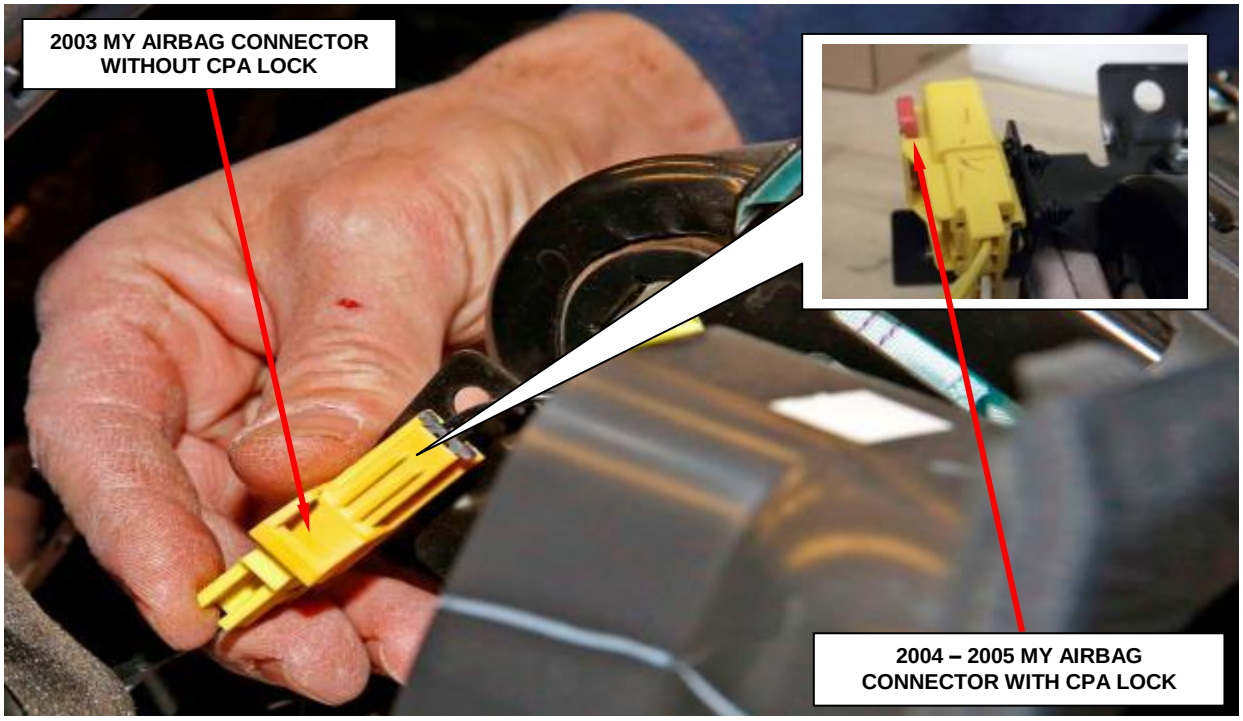

Figure 30 – Passenger Airbag Connector
a. If equipped, slide the red Connector Position Assurance (CPA) lock on the connector toward the side of the connector (Figure 30).